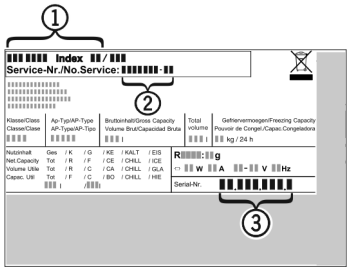

Fig. 11
▶ Read the appliance designation *Fig. 11 (1)*, service No. *Fig. 11 (2)* and serial No. *Fig. 11 (3)* off the model plate located inside the appliance on the left-hand side.
▶ Notify the customer service, specifying the fault, appliance designation *Fig. 11 (1)*, service No. *Fig. 11 (2)* and serial No. *Fig. 11 (3)*.